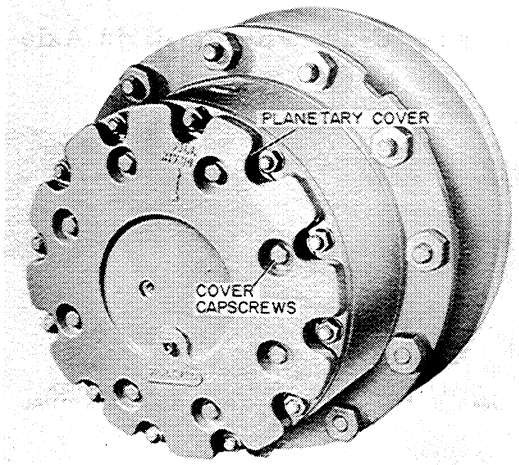

Figure U-15
1. Remove the planetary wheel cover capscrews and cover, Figure U-15.